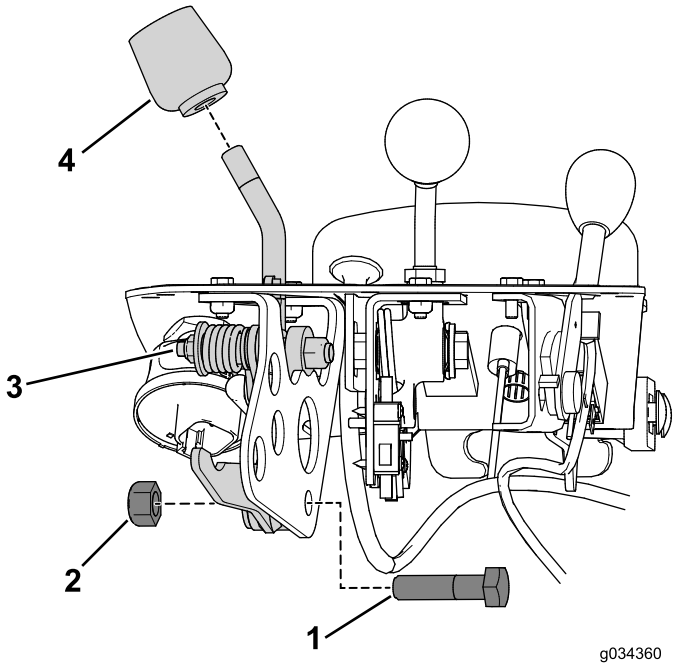

Figuur 8
6. Verwijder de knop van de functiehendel (Figuur 8).
7. Verwijder de bout en de moer waarmee de functiehendel is bevestigd aan de beugel van de functiehendel (Figuur 8).